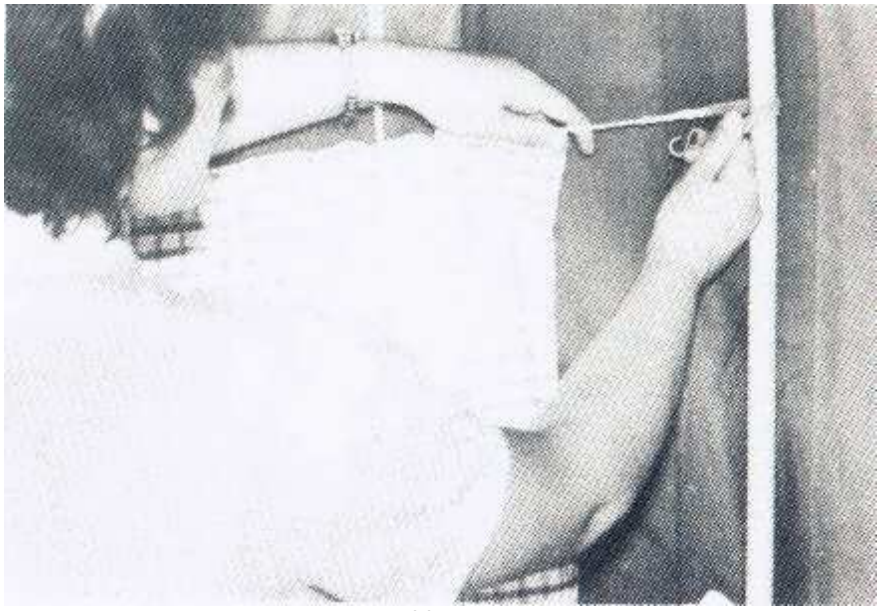

Abb. 19
4.7.1. Die Hauptzeltgardine ist mit Schnuren, Gummiringen und Drahthaken sowie einem Knebel versehen. Die Gummiringe werden beiderseits des Fensters um die Zeltstangen geschlungen und eingehangen. Der Knebel wird durch die mittlere Zeltöse, die an der oberen Fensterkante eingearbeitet ist, gesteckt und gibt somit der Gardine eine gute Passfähigkeit. (Abb. 19)